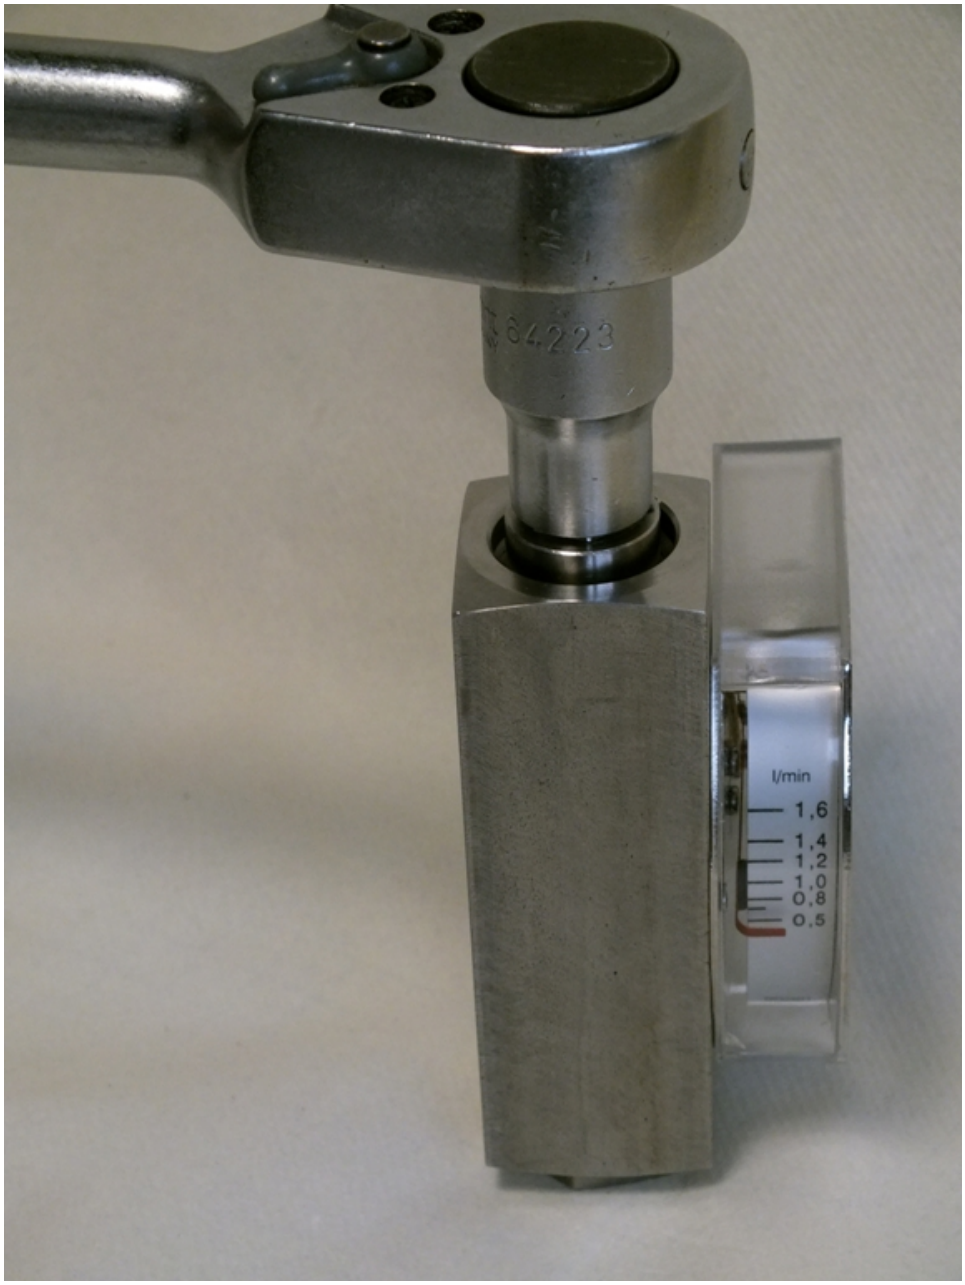

Fig. 58: Seat threaded ring (outlet)
9. Lightly seat the threaded ring (outlet) with the aid of the threaded ring insertion tool and tighten with a torque wrench (*Fig. 58*), observing the proper torque (➦ *Chapter 11.1 "Tightening torque" on page 93*).